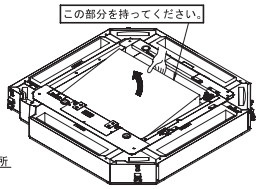

図５
（４）プリーツフィルター①を図５で示す箇所を持ち取り出してください。